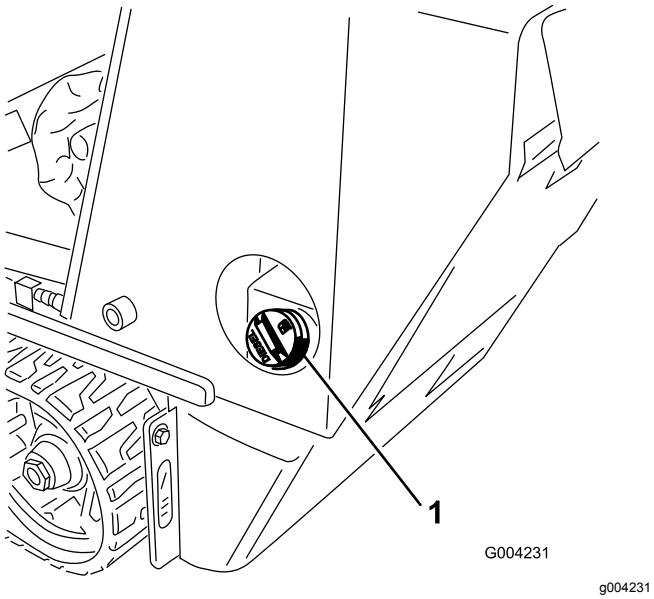

**Figur 15**
3. Gör rent runt tanklocket och ta bort det (Figur 15).